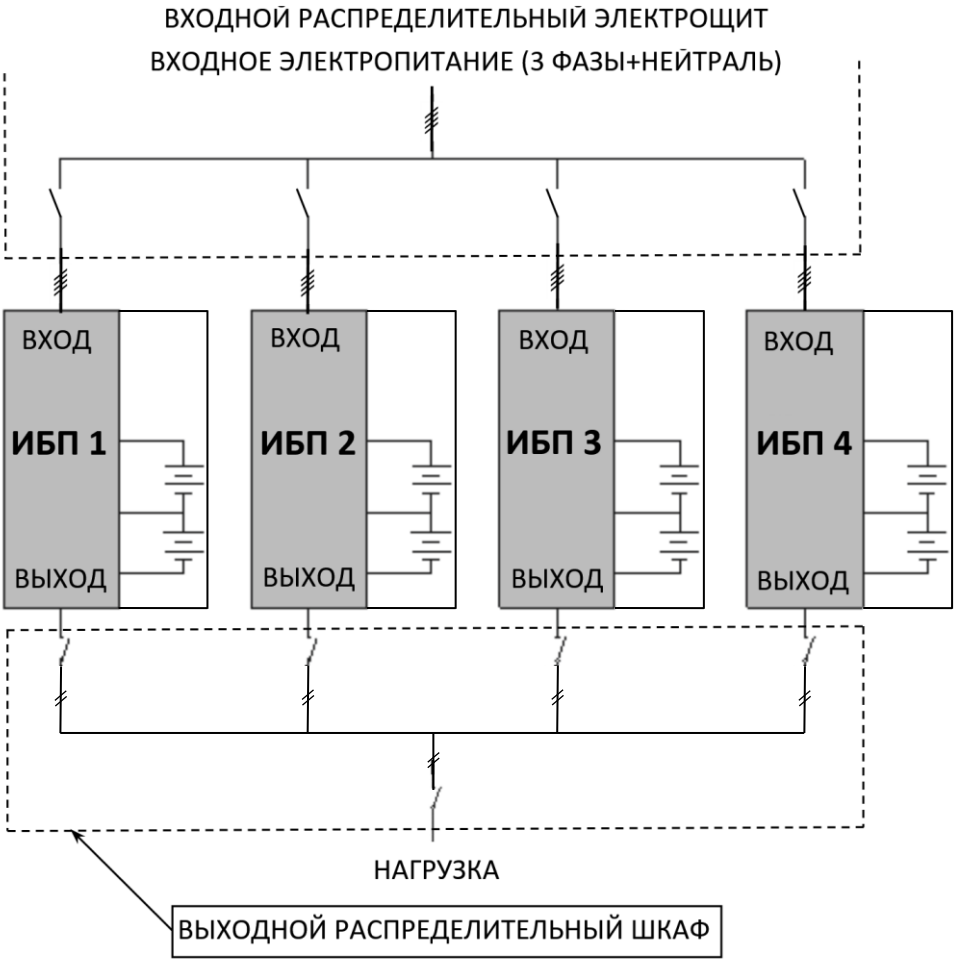
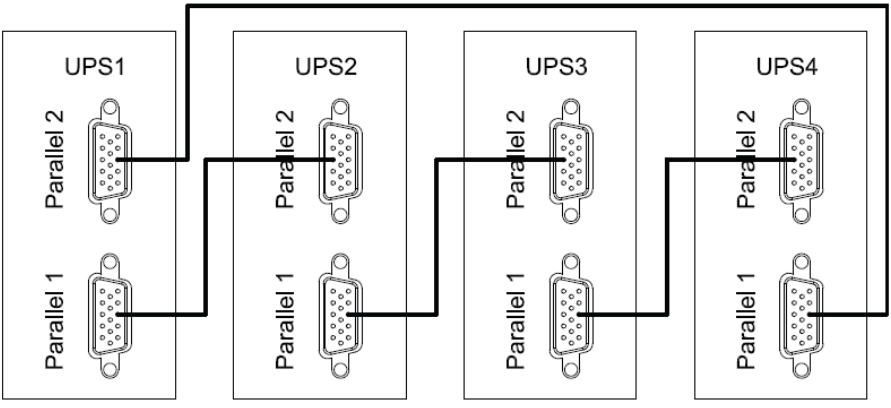

Рисунок 20 — Пример схемы подключения четырех изделий в систему параллельного резервирования с выходным распределительным шкафом.
Рисунок 21 — Схема соединения изделий в «кольцо» через параллельные порты.
Изделие имеет встроенный параллельный контроллер и может работать в системе бесперебойного питания с параллельным резервированием (см. рисунок 20 и рисунок 21). Целью такой системы является либо повышение надежности (резервирование), либо увеличение общей выходной мощности (масштабирование).
⚠	**ВНИМАНИЕ!** **Установите дополнительные внешние выходные выключатели (см. рисунок 20) между выходными клеммами каждого изделия и общими шинами, тщательно соблюдая фазировку.**
- отключите входное сетевое питания каждого изделия, убедитесь в том, что все внешние выключатели разомкнуты (см. рисунок 20);